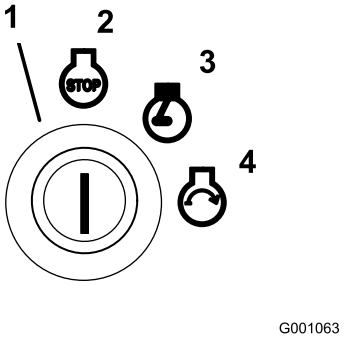

Figuur 14
6. Draai het contactsleuteltje naar rechts op Lopen (Figuur 14).
9. Draai het contactsleuteltje op Start en het indicatielampje van de gloeibougies gaat weer branden. Laat het sleuteltje los zodra de motor aanslaat (Figuur 14).
2. Draai het contactsleuteltje naar rechts op Lopen (Figuur 14).
4. Draai het contactsleuteltje op Uit (Figuur 14). Zet de motor af en wacht totdat alle bewegende onderdelen tot stilstand zijn gekomen voordat u de bestuurderspositie verlaat.